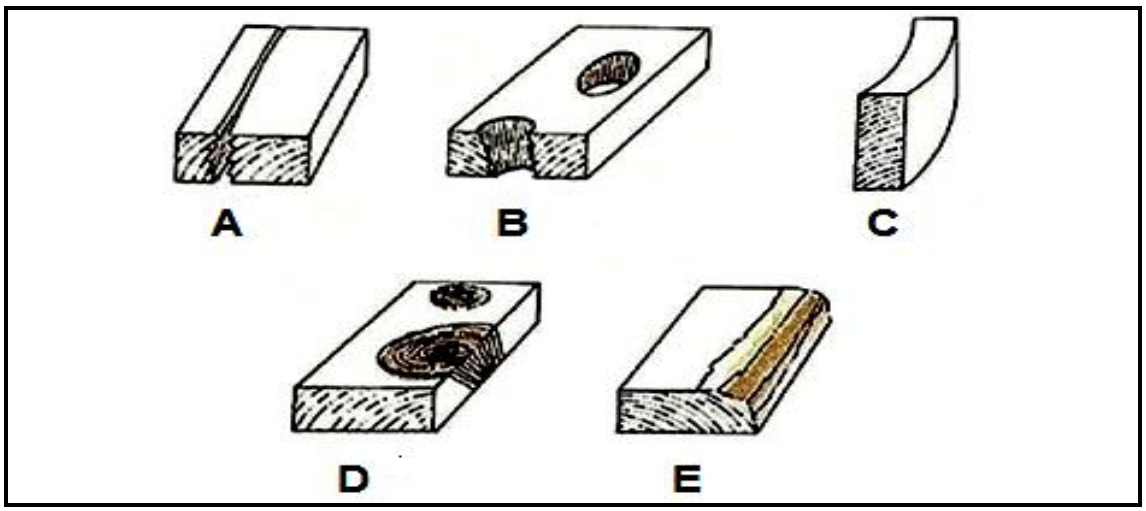

FIGURE 4 (5 × 1) (5)
3.4 FIGURE 4 shows defects found in scaffolding planks. Name each defect and write the answer next to the letter (A–E) in the ANSWER BOOK.